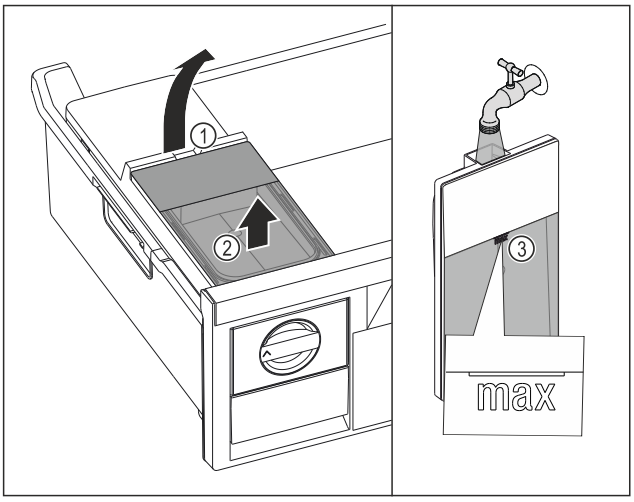

Fig. 125
- ▶ Løft vandtanken op til udsparingen *Fig. 125 (1)*.
- ▶ Tag vandtanken ud fra oven. *Fig. 125 (2)*
- ▶ Fyld vandtanken med drikkevand op til mærket *Fig. 125 (3)*.